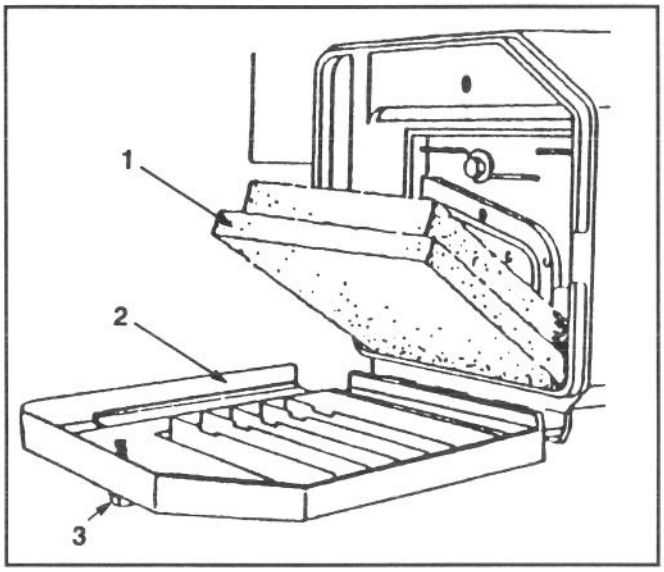

Abbildung 16
2. Den Knopf, der den Luftfilterdeckel am Motor festhält, drehen, bis sich der Deckel entfernen läßt (Abb. 16).
3. Falls Schaumstoffelement verschmutzt ist, dieses aus dem Luftfilter herausnehmen (Abb. 16). Sorgfältig reinigen.